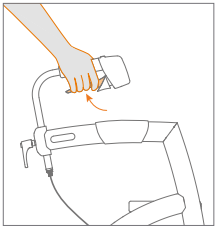

Figuur 20: Afremmen.
b. Wilt u remmen? Knijp in de handremmen **(Figuur 20)**.